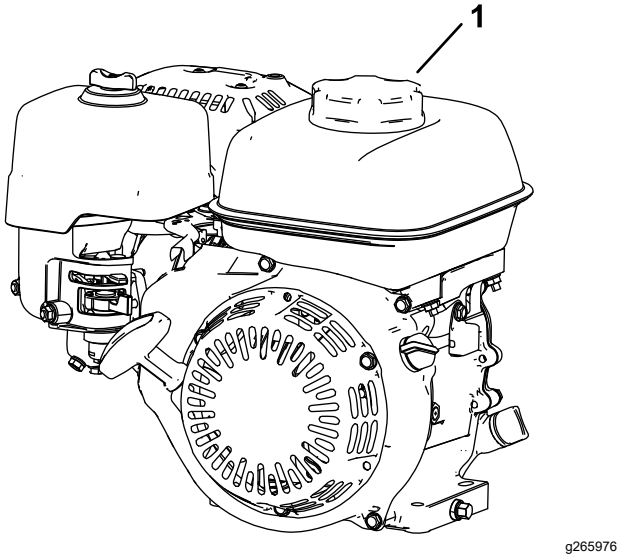

Figur 14
1. Rengör omkring tanklocket och avlägsna locket från tanken (Figur 14). Fyll bränsletanken till botten av påfyllningshalsens öppning. Mer information finns i motorns *bruksanvisning*.